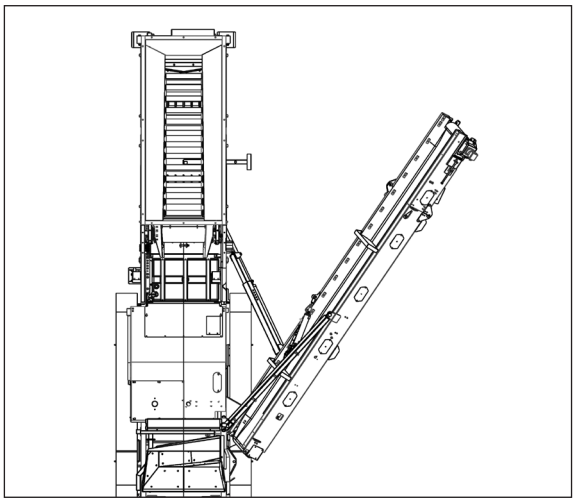

Figure 6.16 - Auxiliary Conveyor Working Position
8. Rotate the conveyor into working position by activating the auxiliary conveyor (lower ram) into the raised position, Reference: Figure 6.16.